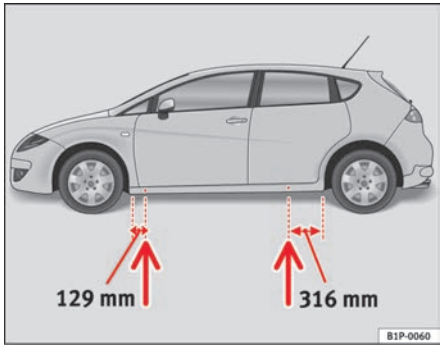

Fig. 156 The jacking points
– Locate the jacking point under the door sill closest to the wheel being changed ⇒ fig. 156
Recesses at the front and rear of the door sills mark the jacking points ⇒ fig. 156. A position has been made for each wheel. Do not fit the jack anywhere else.